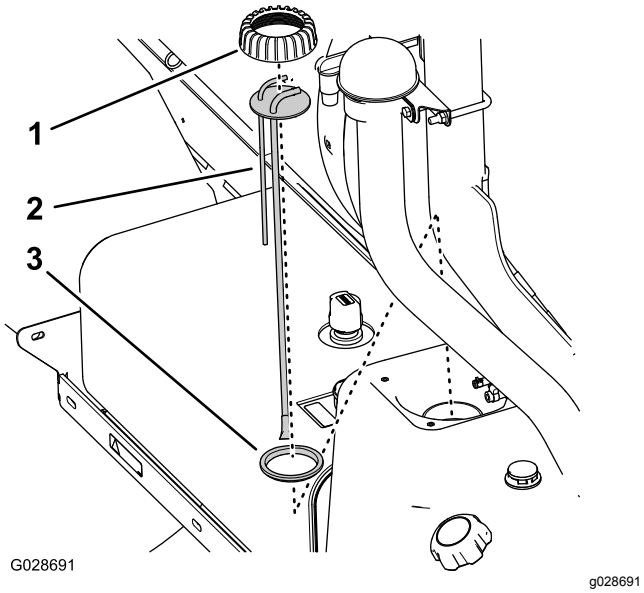

Figur 77
5. Rotera stigrörslocket motsols för att ta bort det (Figur 77).
6. Lyft bort stigrörs-/sändarenheten från bränsletanken (Figur 77).
1. Fäst stigrörslocket på stigröret och placera röret mot packningen (Figur 77).
2. Rikta stigrörslocket, stigröret och packningen mot tanken och för försiktigt in den nya stigrörsenheten i bränsletanken (Figur 77).
3. Skruva fast locket på bränsletankens rör och dra åt det för hand (Figur 77).